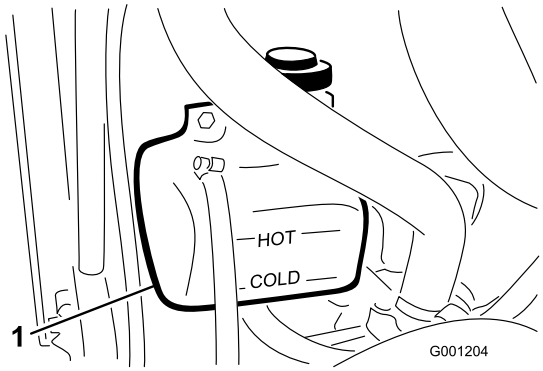

Figuur 73
1. Controleer het koelvloeistofpeil in de expansietank (Figuur 73).